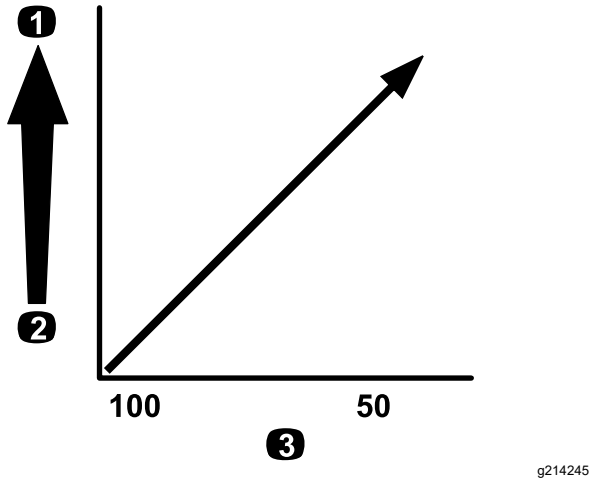

**Figur 27**
***Viktigt:*** **När du sprutar med kemiska produkter med högre viskositet (tjockare) eller lösningar med slampulver kan du behöva använda ett grövre skärmnät för spetsfiltertillvalet. Se Figur 27.**